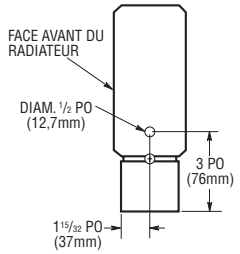

Figure 9. Perçage des couvercles latéraux
5. Pour acheminer les câbles raccordant deux radiateurs adjacents, on peut percer un trou de 1/2 po (12,7mm) de diamètre dans les couvercles latéraux mitoyens (voir la figure 9).